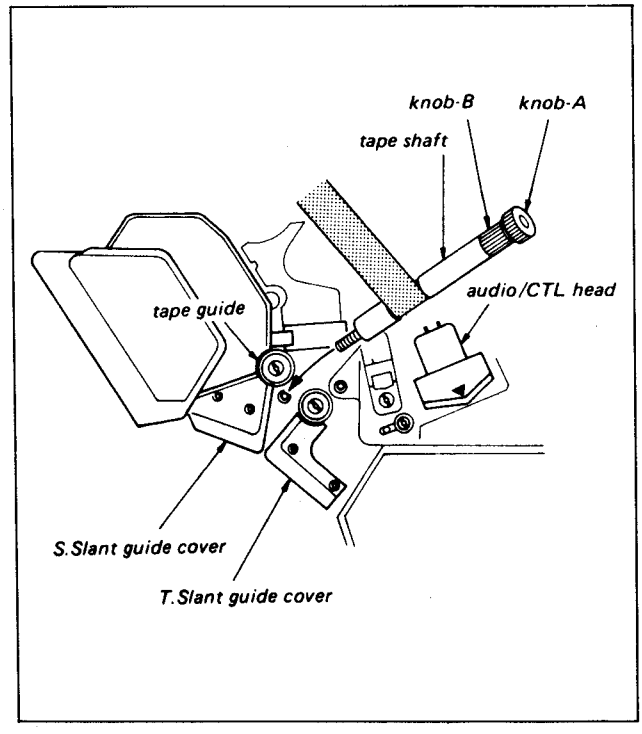

Fig. 7-13. Tension alignment jig setting
6. Unroll tape from Tape Shaft and install the shaft into the hole shown in Fig. 7-13. by turning knob A.